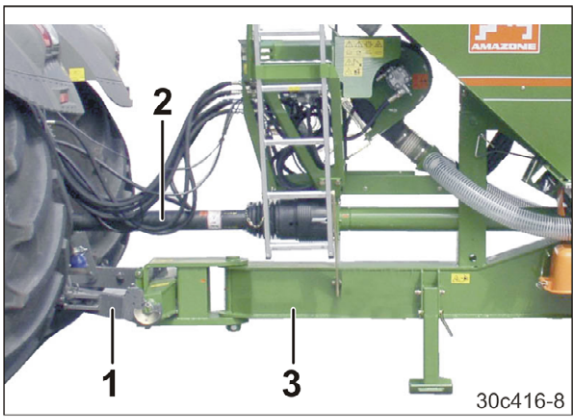

**Fig. 206**
6. Abaissez/relevez les bras inférieurs d'attelage du tracteur jusqu'à ce que le châssis de la machine (Fig. 206/3) soit parallèle au sol.
> Limitez la hauteur de débattement des bras inférieurs d'attelage (Fig. 206/1) du tracteur !
> La machine ne doit pas toucher l'arbre à cardan (Fig. 206/2) lors du relevage des bras inférieurs d'attelage (risque de rupture).